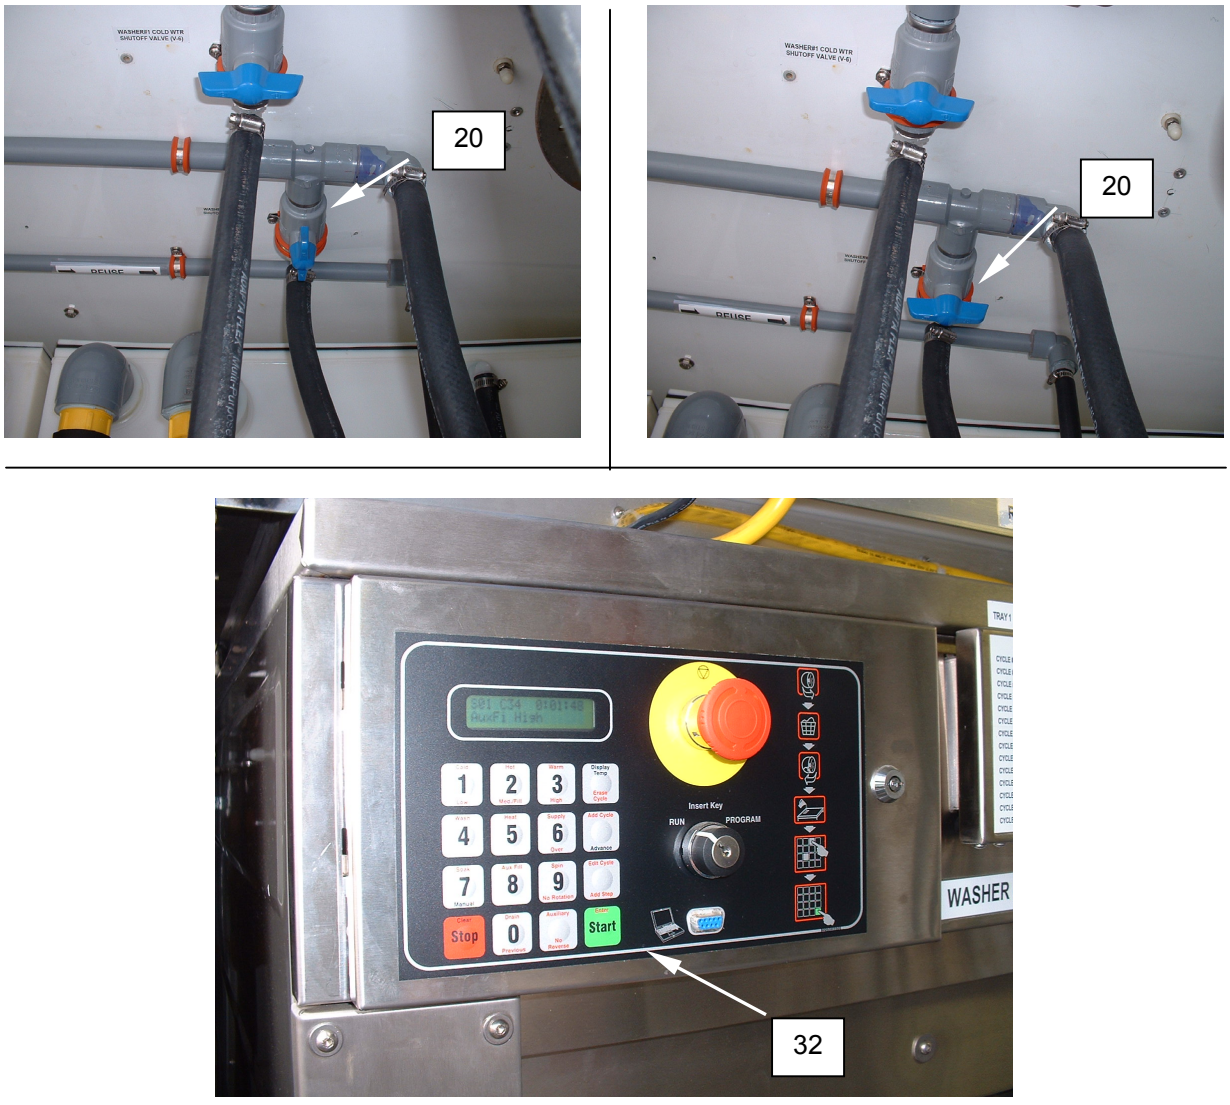

Figure 17. Purge Washer No. 1.
6. Open the washer No.1 hot water inlet valve V-5 **(Figure 17, Item 20)**.
7. Run cycle 35 on washer No.1 **(Figure 17, Item 32)** to evacuate water from the washer supply and detergent lines.
9. Wait until washer No.1 **(Figure 17, Item 32)** displays DONE.
10. Close the washer No.1 hot water inlet valve V-5 **(Figure 17, Item 20)**.